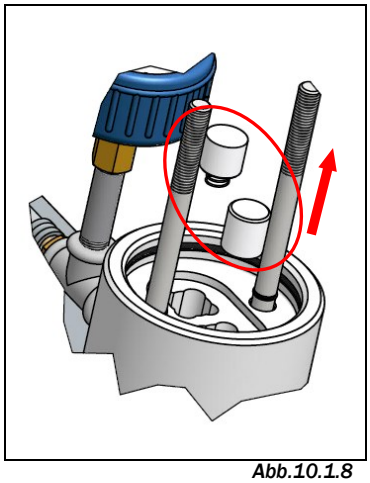

Abb.10.1.8
10. ***(Abb.10.1.8/9/10)*** Im Anschluss können nun die beiden Dichtungskolben sowie der Ventileinsatz Pos.4 und das zweite Dichtungsblech entnommen werden.